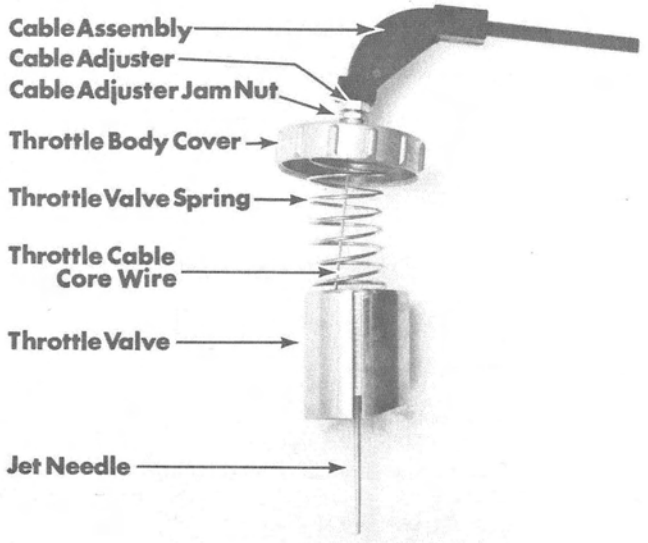

Figure 5. Carburetor Removal/Installation
3. Unscrew throttle body cover from carburetor (to be removed) and remove throttle cable, body cover, spring, jet needle and throttle valve from carburetor as an assembly. (Figure 5)